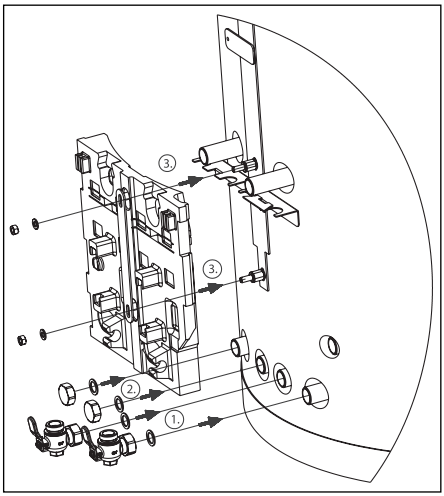

Fig. 9 Montaggio valvole a sfera e isolamento circuiti di riscaldamento
– Collegare con guarnizioni le valvole a sfera G1 al lato destro del serbatoio (Fig. 9 punto 1)
– Collegare i tubi corrugati metallici di lunghezza L=40 mm con le guarnizioni al gruppo del circuito di riscaldamento (Fig. 9 punto 1). In seguito agganciare il gruppo al supporto (Punto 2), posizionare la lamiera di sicurezza e fissarla al supporto (Punto 3)